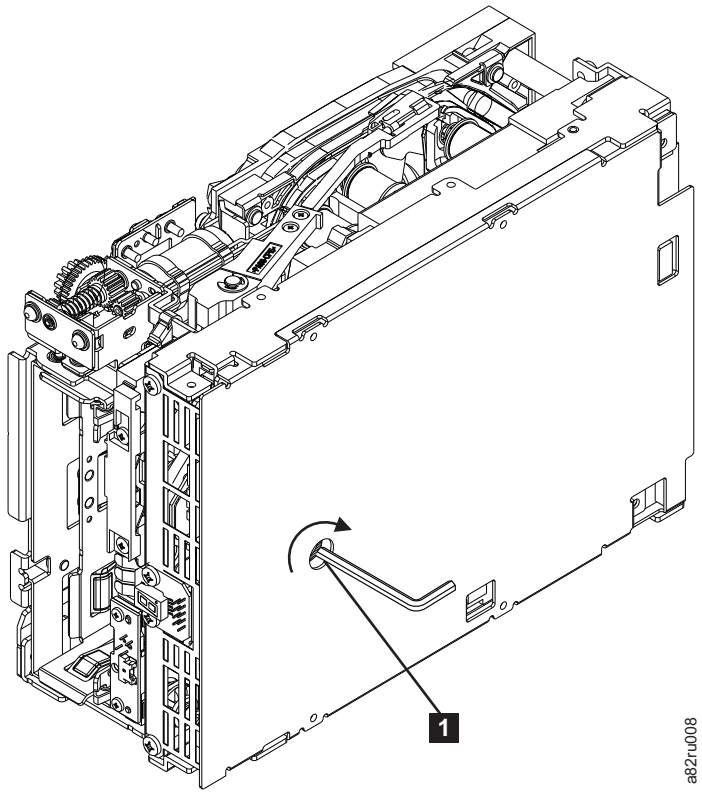

Figure 7-154. Using hex wrench to rewind tape into cartridge
3. From the bottom of the drive, locate the access hole (**1** in Figure 7-154).
Note: Be sure to keep tension on the tape as the LBA is drawn into the cartridge by using a hex wrench as shown in Figure 7-154 on page 7-140.